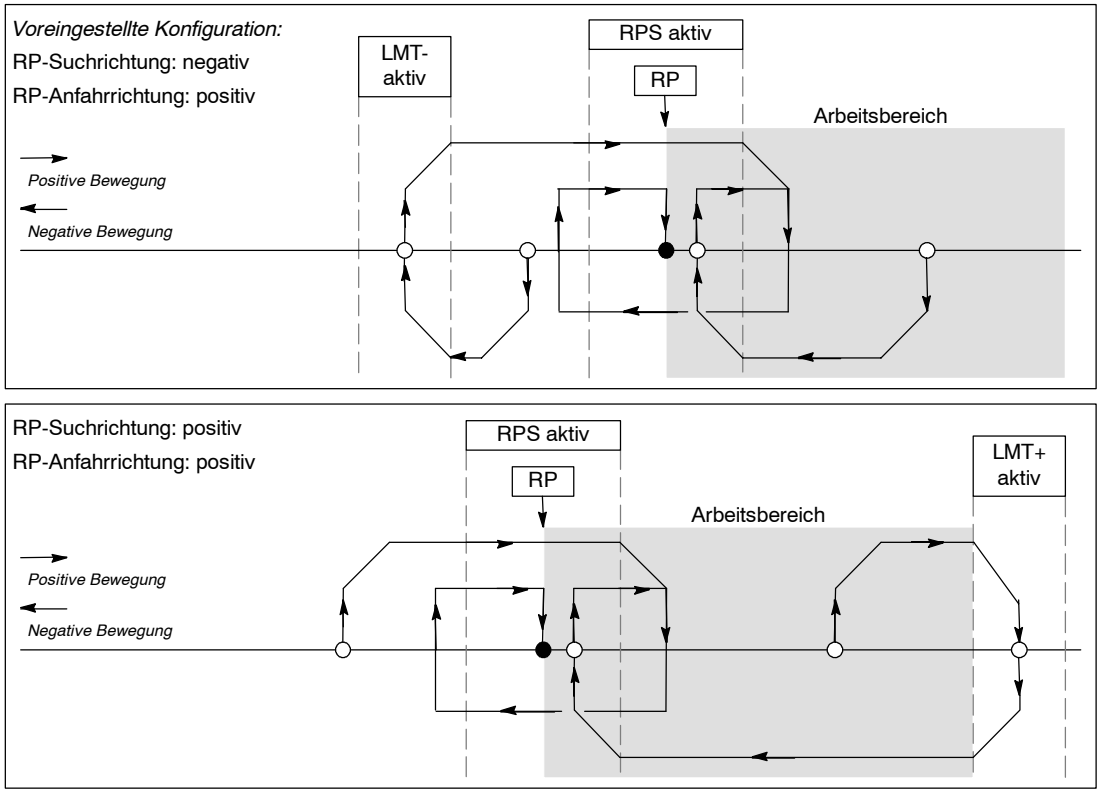

Bild 9-15 RP-Suche: Modus 2
- ❏ Bild 9-15 zeigt zwei der Optionen für den RP-Suchmodus 2. In diesem Modus wird die Lage des RP im Mittelpunkt des aktiven Bereichs des Eingangs RPS ermittelt.